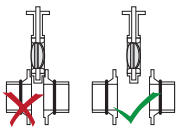

图5
- For more details, please refer to Figures 5, 6, and 7: